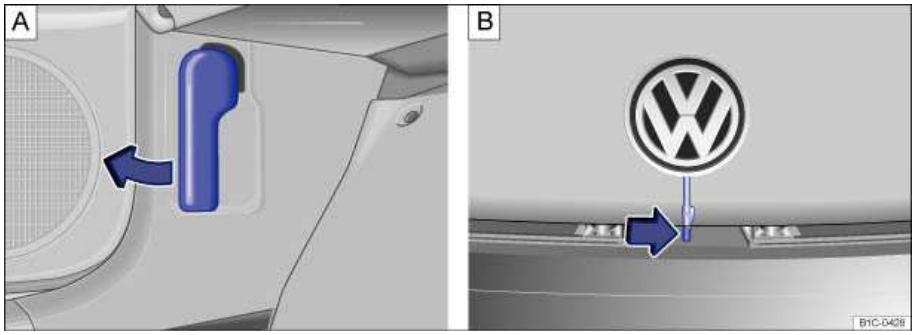

Fig. 143 A: In the footwell on the driver side: Inside engine hood release lever. B: Above the radiator grille: Outside engine hood release.
- Open the driver door and pull the inside hood release lever in the direction of the arrow ⇒ fig. 143 **A**. The engine hood is released from its latch by a spring ⇒ ⚠.
- Push the outside hood release lever ⇒ fig. 143 **B** (arrow) and lift the hood all the way up.